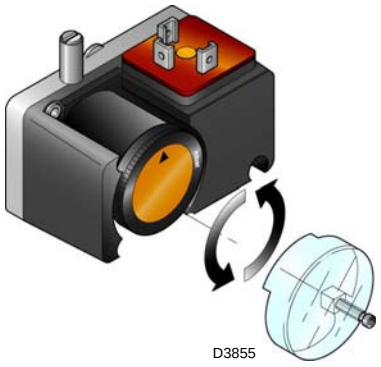

Fig. 37
- ➤ Régler le pressostat gaz seuil minimum (Fig. 37) en début d'échelle.
Effectuer le réglage du pressostat gaz seuil minimum après avoir effectué tous les autres réglages du brûleur avec le pressostat réglé en début d'échelle (Fig. 37).